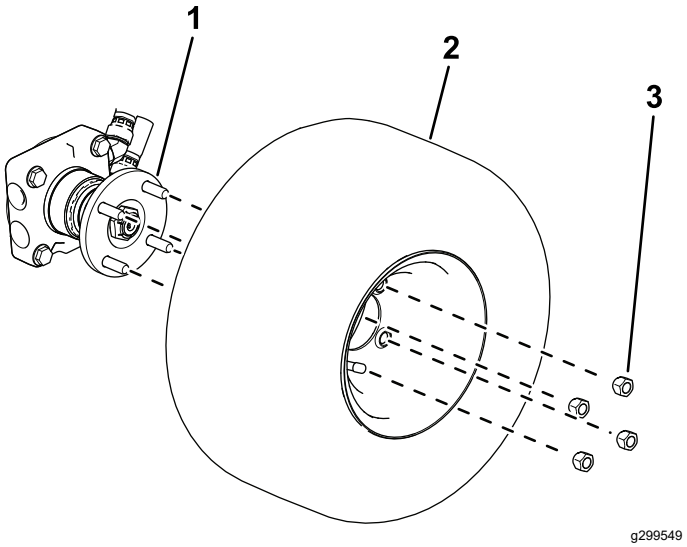

**Figura 4**
- **Macchine con trazione a 4 ruote motrici:** utilizzate 4 dadi ruota per fissare la ruota al mozzo (Figura 4).